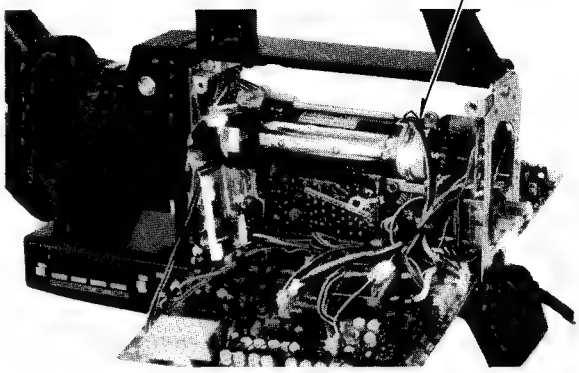
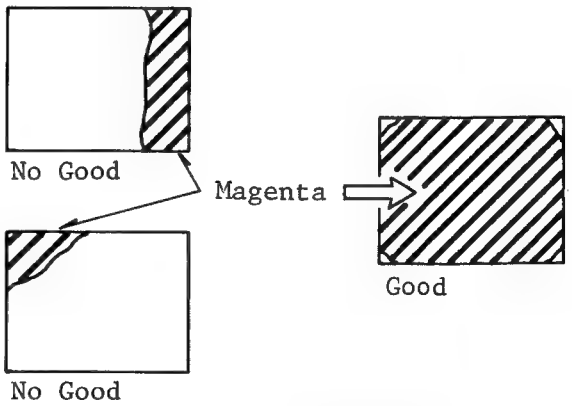

Fig. 16
Fig. 17 TV Screen
3. Observe the raster on the TV monitor and adjust the two alignment rings (see Fig. 16) so that the magenta color covers on whole screen as shown in Fig. 17.